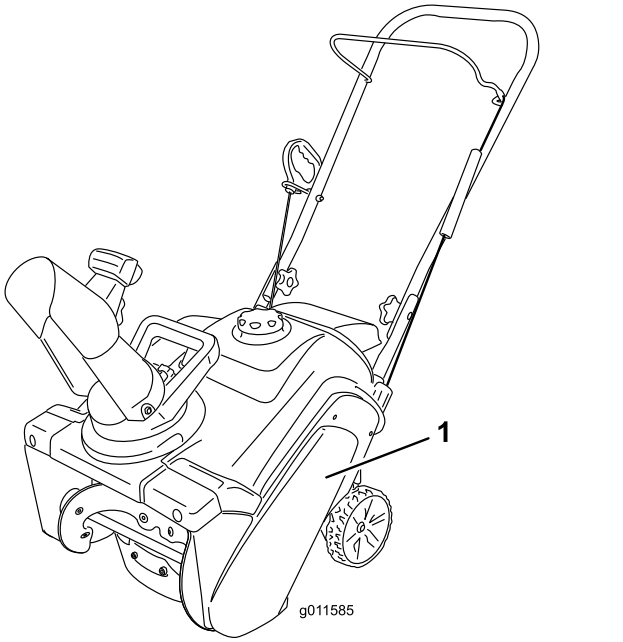

Bild 26
1. Entfernen Sie die vier Schrauben, mit denen die Abdeckung des Treibriemens befestigt ist (Bild 26).